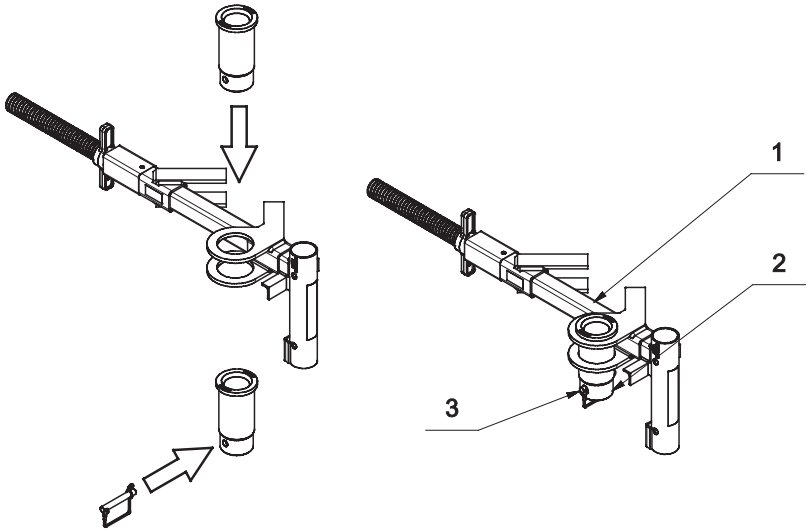

Figur 23. *Montering av stålhylsa*
5. Montera hylsan i den nedre Ståltvingen MkII på pelaren. När hylsan är monterad i den nedre ståltvingen MkII, för in fjädersprinten i hylsans låshål och fixera den. Se figur 23 för en detaljerad bild.